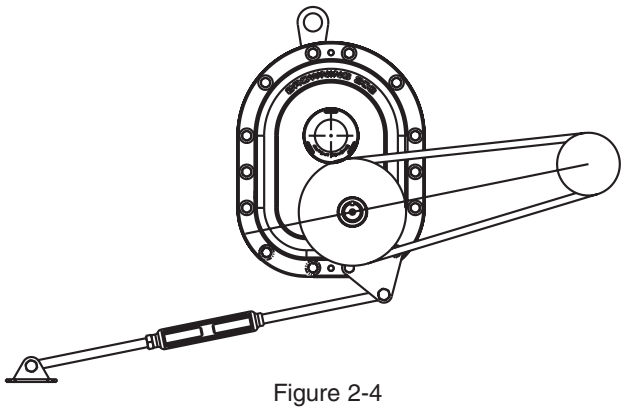

Figure 2-4
2.4.1 The mounting configuration, as shown in Figure 2-4, uses the torque arm for adjustment of the belt drive.
2.4.3 Locate the centerline of the belt drive within 30 degrees of the centerline of the torque arm and on the opposite side (as shown in Figure 2-4).